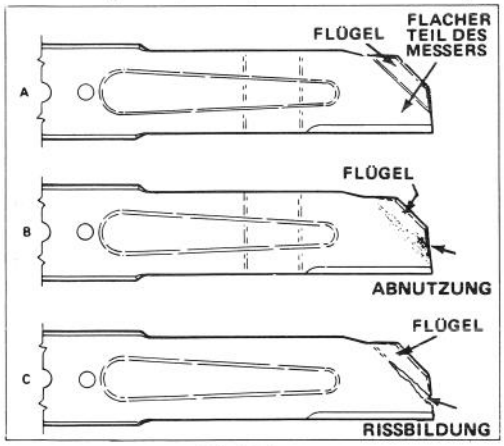

Bild 21
4. UNTERSUCHEN DES MESSERS – Schneidflächen des Messers sorgfältig auf Schärfe und Abnutzung überprüfen, insbesondere dort, wo der flache Teil in den gewölbten übergeht (Bild 21). Da Sand und grobe Partikel das Metall zwischen dem flachen und dem gewölbten Messerteil abnutzen können, sollte das Messer vor jedem Mäheinsatz geprüft werden. Zeigt sich Rißbildung oder Verschleiß (Bild 21B & C), Messer ersetzen. Siehe Verfahrensschritt 5.